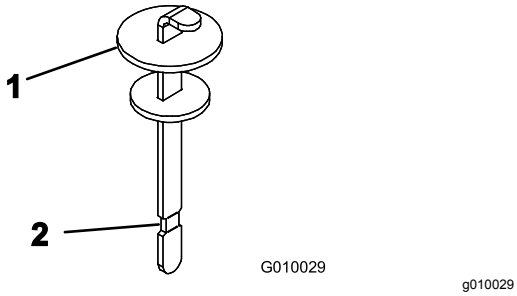

Figuur 62
4. Verwijder de peilstok uit de vulbuis en veeg deze af met een schone doek. Steek de peilstok in de vulbuis. Verwijder deze daarna en controleer het vloeistofpeil. Het vloeistofpeil moet tot aan de markering op de peilstok staan (Figuur 62).